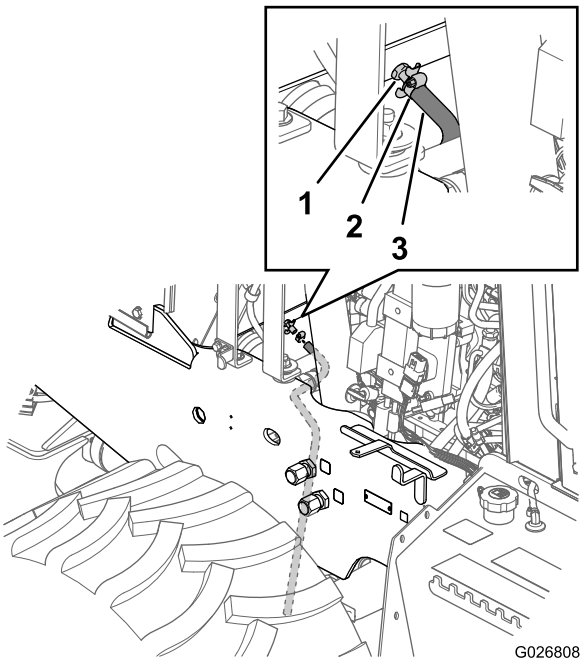
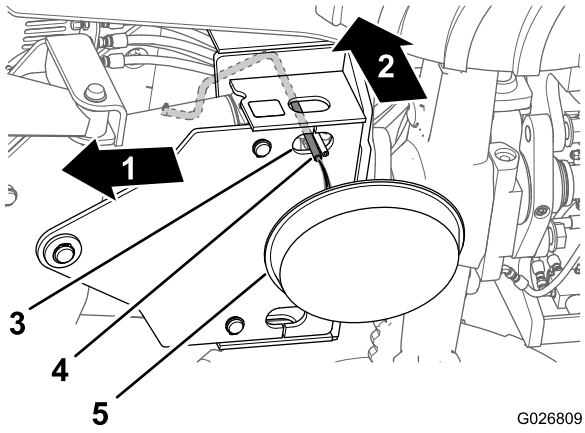
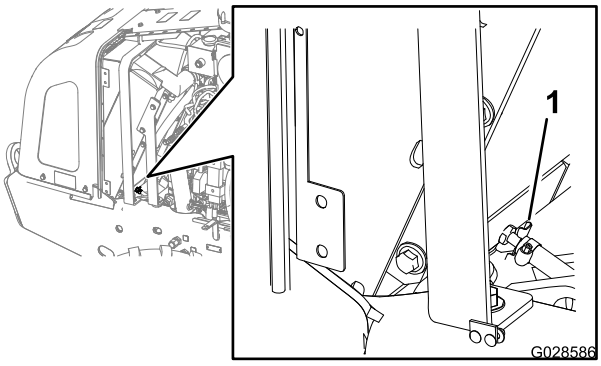

Bild 98
Bild 99
Bild 100
4. Schieben Sie einen kühlmittelresistenten Schlauch (Durchmesser 3/8" x 30") über den Auslauf für das Ablassventil im Kühler (Bild 98).
5. Befestigen Sie den Schlauch mit einer Schlauchklemme am Ablassventil (Bild 98).
6. Verlegen Sie den Schlauch nach unten und durch das Loch in der unteren Befestigungsplatte für das Planierschild (Bild 99).
7. Stellen Sie eine Auffangwanne mit einem Fassungsvermögen von mindestens 23 Litern unter das offene Ende des Ablassschlauches (Bild 99).
9. Schließen Sie das Ablassventil (Bild 100).
10. Nehmen Sie den Ablassschlauch und die Klemme ab (Bild 98 und Bild 99).
A. Stellen Sie sicher, dass das Kühlmittel vom Kühler abgelassen ist, und dass das Ablassventil geschlossen ist (Bild 100).
D. Öffnen Sie das Ablassventil und lassen Sie die Reinigungslösung in eine Auffangwanne ablaufen (Bild 98 und Bild 100).
E. Schließen Sie das Ablassventil (Bild 100).
C. Öffnen Sie das Ablassventil (Bild 100) und lassen Sie das Wasser in eine Auffangwanne ablaufen.